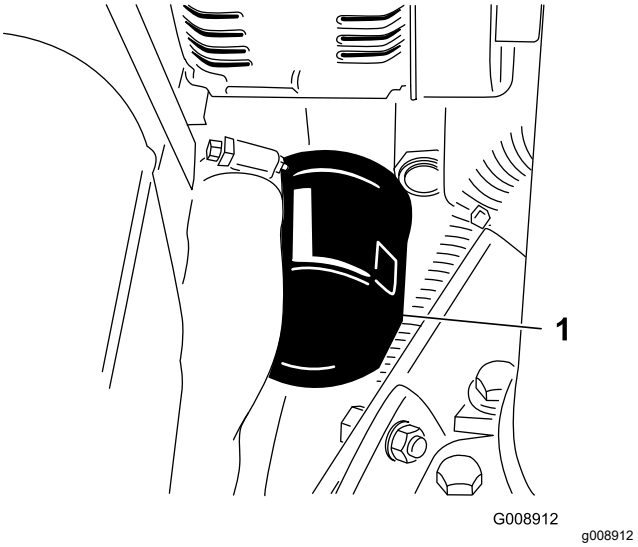

Рисунок 62
3. Снимите масляный фильтр (Рисунок 62).